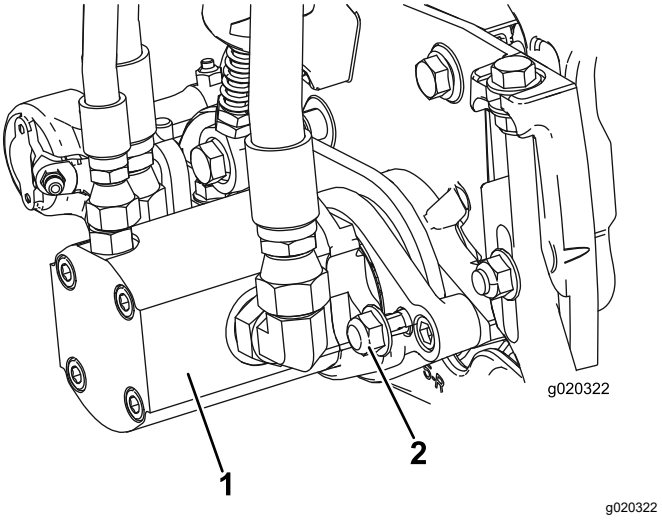

Figur 13
17. Montera motorn genom att vrida den medurs så att motorflänsarna går fria från låsmuttrarna (Figur 13). Vrid motorn moturs till dess att flänsarna omringar muttrarna, och dra sedan åt muttrarna.